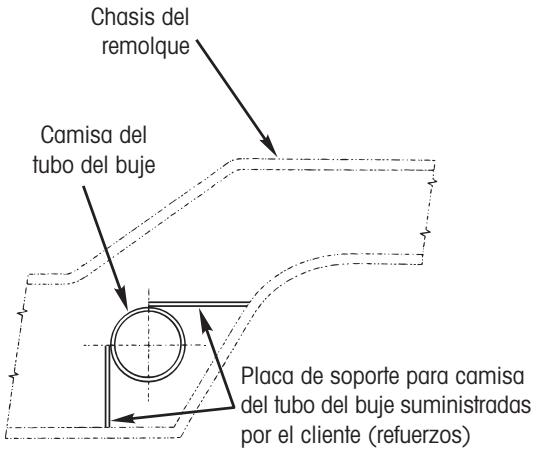

Figura 28. Instalación de la placa de soporte
5. Instale placas de soporte adicionales (refuerzos) a las camisas del tubo del buje (Figura 28). Estas placas son suministradas por el usuario y deben restringir todo movimiento de la camisa del tubo del buje.